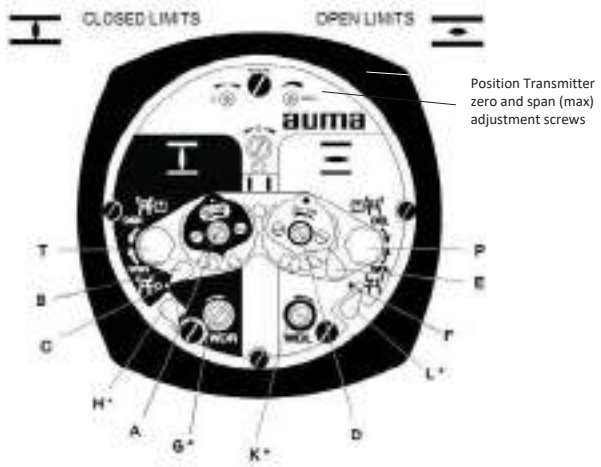

Figure 1. Limit Switch Adjustment Locations inside Auma Actuator
Limit Switch adjustment is carried out at the Auma actuator. Prior to adjustments, remove the limit switch compartment cover and mechanical position indicator disc. The adjustment procedure is as follows, referring to Figure 1 on the following page for switch locations:
7.7.1.2 Set the Closed Position Limit Switch by turning the screw marked "WSR" (see "A" in Figure 1). The screw is spring-loaded and needs to be pressed down with the screwdriver prior to turning. Ratcheting clicks will be heard as the screw is turned, and the pointer "B" will be observed to rotate 90o at a time. As soon as the pointer aligns with the mark "C" adjacent the "WSR" switch, stop turning immediately and release the pressure from the screw. Turn the hand wheel a further two turns in the opening direction and similarly turn the screw marked "WDR" (see "G" in Figure 1) until the pointer "H" aligns with mark "C".
7.7.1.4 Set the Open Limit Switch by turning the screw marked "WOL" ("'D" in Figure 1) and stopping when the pointer "E" aligns with the mark "F". Turn the hand wheel a further two turns in the closing direction and similarly turn the screw marked "WDL" (see "K" in Figure 1) until the pointer "L" aligns with mark "F".
7.7.3.3 Set the "Zero" adjustment screw as shown in Figure 1 until a signal of 4.0mA is achieved.
7.7.3.5 Set the "Max" adjustment screw as shown in Figure 1 until a signal of 20.0mA is achieved.